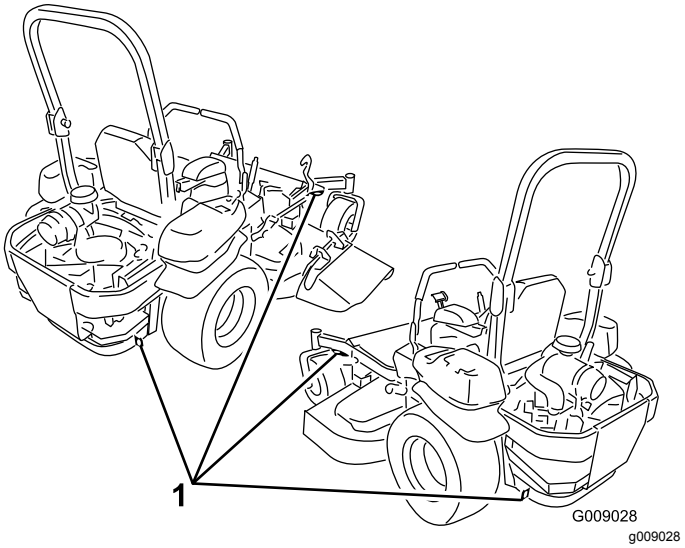

Bild 29
5. Befestigen Sie die Maschine mit den Vergurtungsschleifen aus Metall, Ketten, Kabel oder Seilen am Anhänger oder Pritschenwagen (Bild 29).